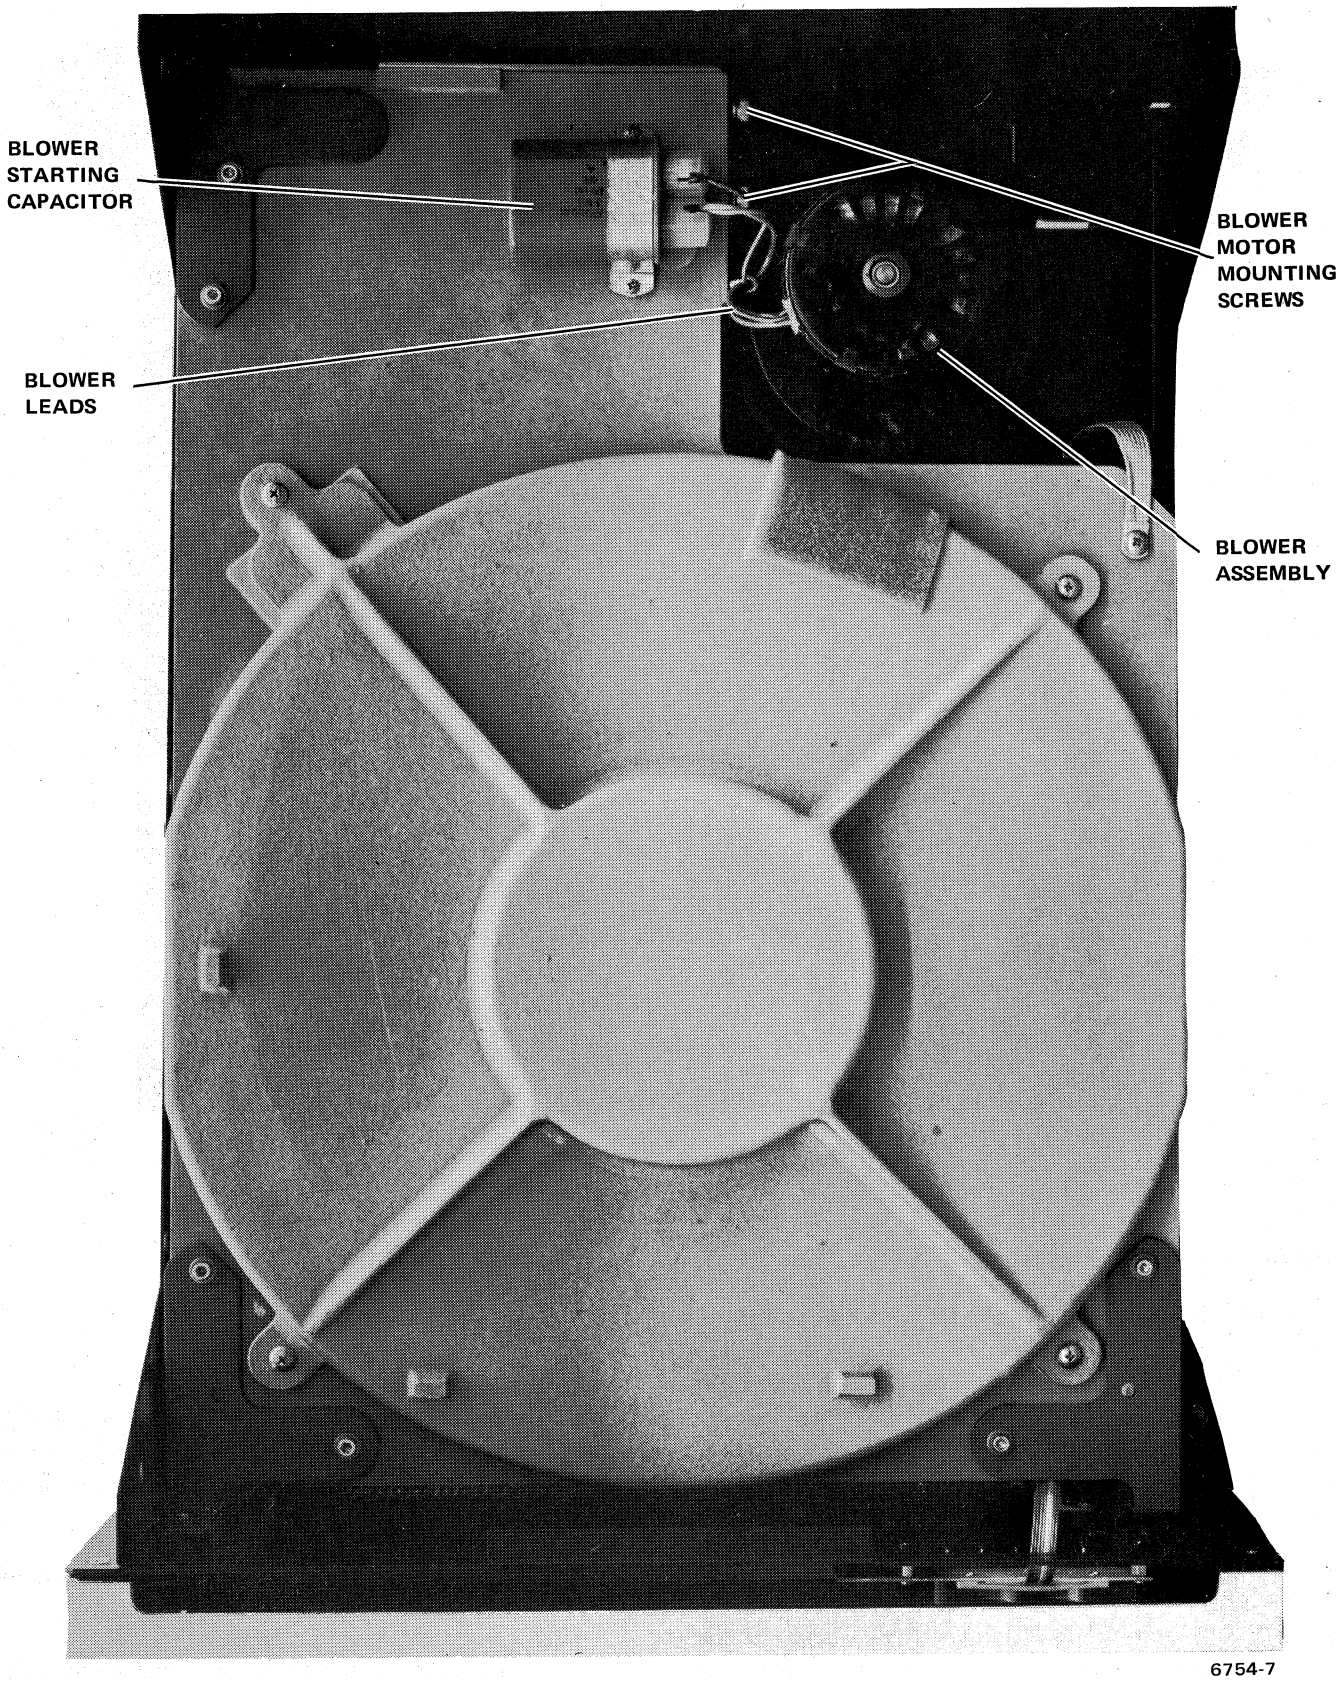

Figure 4-8 Blower Motor Removal and Replacement
2. Disconnect the blower motor leads from the starting capacitor as shown in Figure 4-8.
1. Position the blower assembly on the lower head casting and secure it with the previously removed hardware (Figure 4-8).